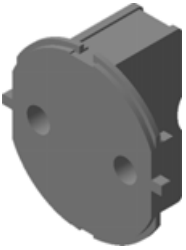

Рис. 7.7
- Установите для модели стандартную ориентацию **Изометрия XYZ** и режим отображения **Полутоновое** (рис. 7.7)